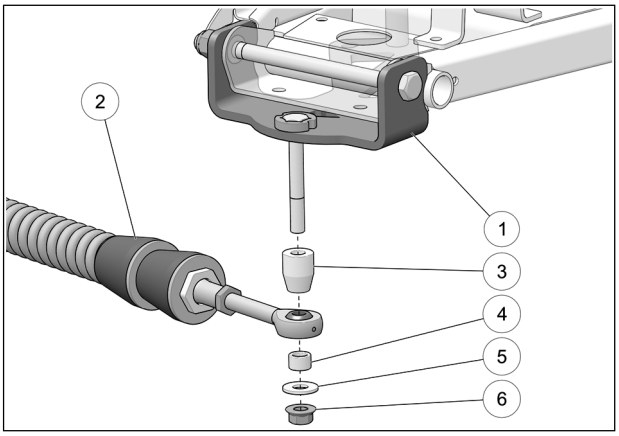

Fig. 11
11. Fixer le bras stabilisateur (**2**) à l'ancrage de suspension (**1**) à l'aide de l'espaceur long (**3**), de l'espaceur court (**4**), de la rondelle (**5**) et de l'écrou autobloquant (**6**). Serrer à un couple de 70 N•m [52 lb•pi]. Voir la Fig. 11